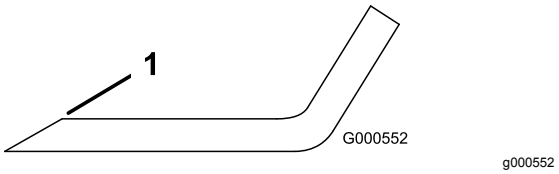

Figur 103
1. Bruk en fil til å slipe eggen i begge ender av kniven (Figur 103).
Merk: Hvis kniven ikke er i balanse, filer du bort litt av metallet på enden av vingeområdet (Figur 103).